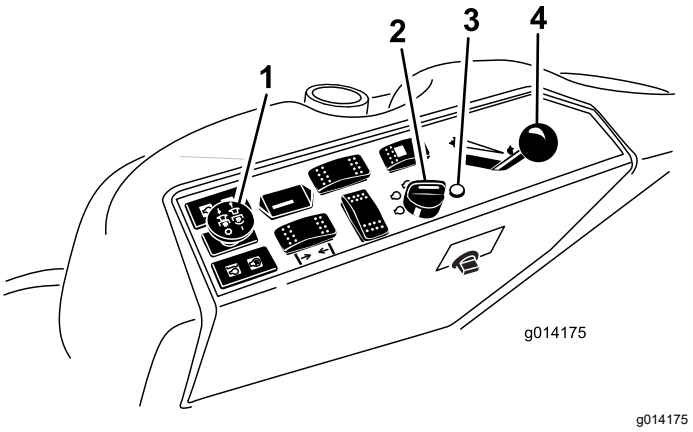

Figur 21
4. För kraftuttagsbrytaren till det AVSLAGNA läget (Figur 21).
5. För gasreglaget till mittläget mellan SNABBT och LÅNGSAMT (Figur 21).